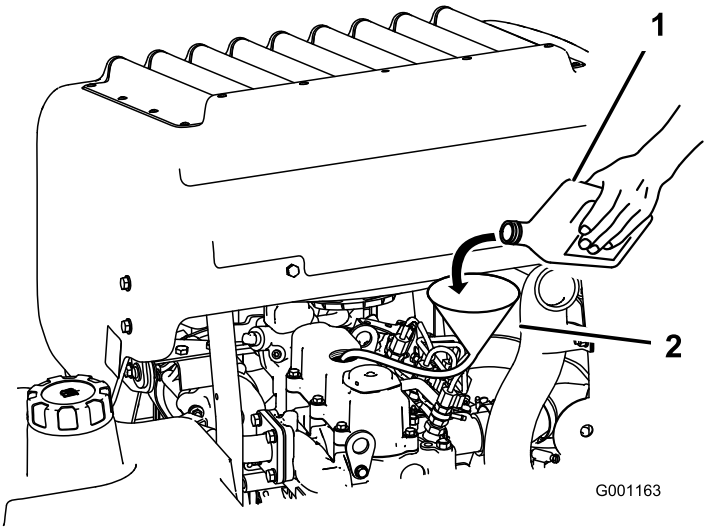

Figuur 46
3. Gebruik een slang en een trechter om motorolie bij te vullen (Figuur 46).